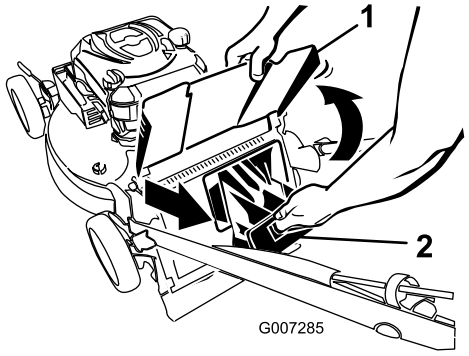

Figura 30
1. Levante y sujete el deflector de descarga (Figura 30).
2. Saque el tapón de descarga trasera (Figura 30).